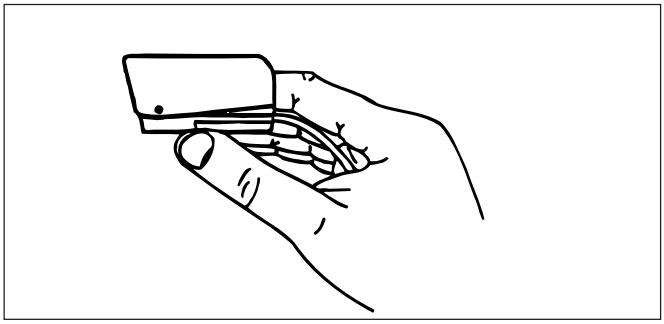

Bild 10.2-3. Fingersensor
- Führen Sie den Zeigefinger bis zum Anschlag so in das Sensorgehäuse ein, daß die Fingerbeere das Sensorfenster ganz bedeckt. Dies ist erforderlich, damit kein Fremdlicht auf die Photozelle fällt. Das Sensorkabel sollte an der Handinnenfläche zum Handgelenk geführt werden (Bild 10.2-3). Hat der Patient besonders lange Fingernägel, verwenden Sie den Y-Universal-Sensor.